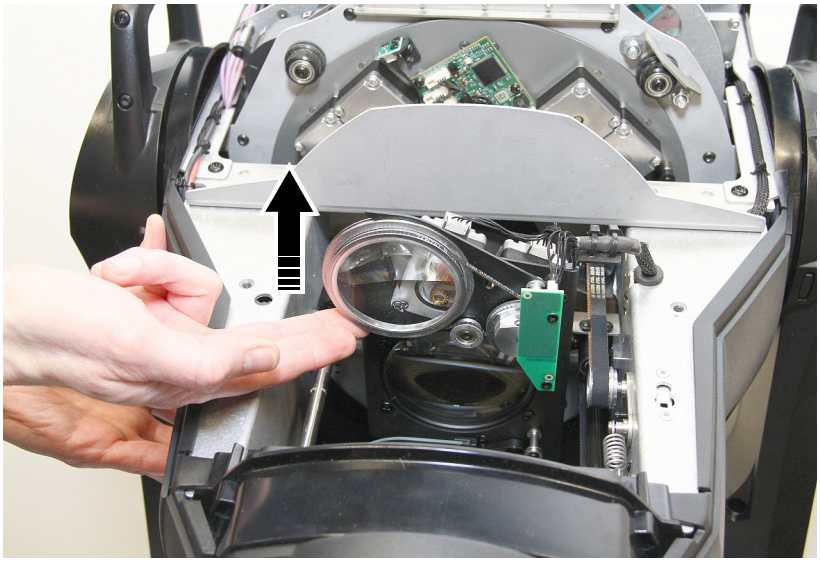

**Figure 21 : Soulever le prisme**
3. Voir Figure 21. Soulevez le prisme vers vous afin d’y accéder.